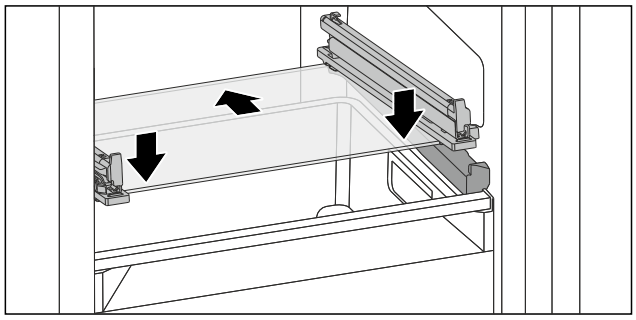

Fig. 141 Placa de sticlă a sertarului înclinabil
▶ Așezați placa de sticlă oblic în spatele opritoarelor. (vezi Fig. 141)